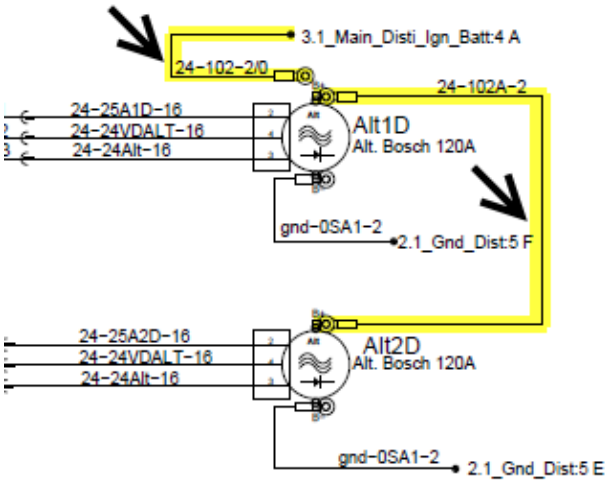

Figure 1 – R.H. SIDE ALTERNATORS (2x BOSCH)
- On the **alternators positive (+) stud terminal** and from there, up to junction block in the electrical compartment (Figure 1 to **Erreur ! Source du renvoi introuvable.**5).